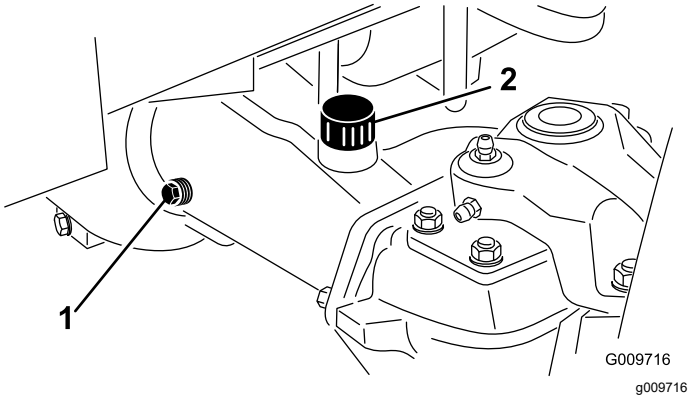

Figura 106
2. Retire o tampão de verificação que se encontra numa das extremidades do eixo (Figura 106) e certifique-se de que existe óleo até ao fundo do orifício. Se o nível estiver baixo, retire o tampão de enchimento (Figura 106) e adicione óleo suficiente para o nível de lubrificante subir até ao fundo dos orifícios do tampão de verificação.